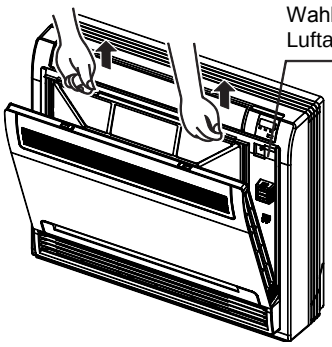

Abb. 5-4
- Stellen Sie die gewünschte Luftausgabe ein. (Einstellung der Position siehe Abb. 5-4.)